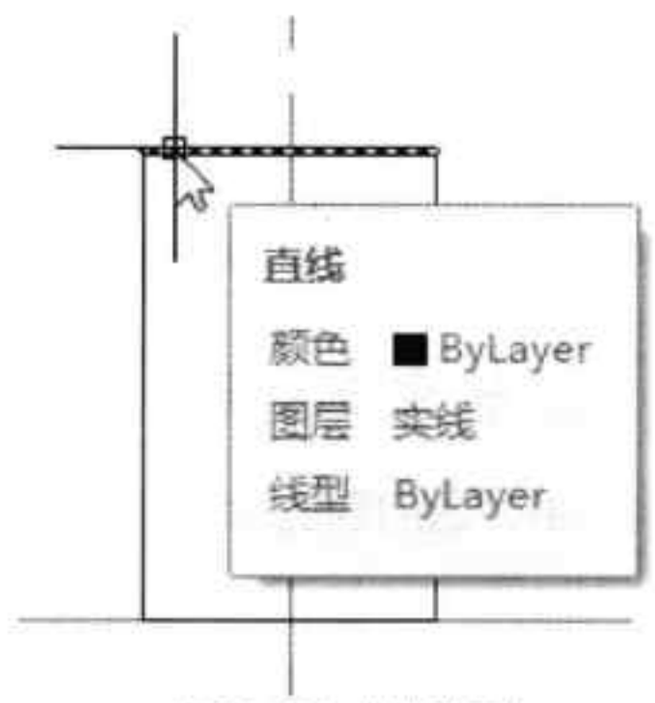

图21-21 分解矩形
Step 06 确定角点后，绘制短边为 18、长边为 20 的矩形，并执行“分解”命令，将矩形分解，如图 21-21 所示。